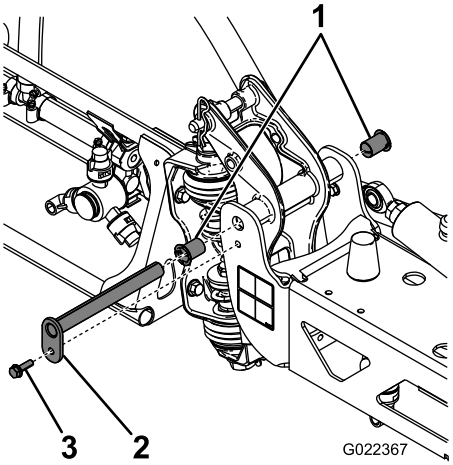

**Figur 41**
3. Når bommens vægt er understøttet, kan du fjerne den bolt og møtrik, der fastholder drejetappen på bommen (Figur 41).
6. Fjern og efterse nylonbøsningerne fra akselbeslagets for- og bagside (Figur 41).
8. Monter bommen og aksebeslaget på midterstellet, og tilpas åbningerne (Figur 41).